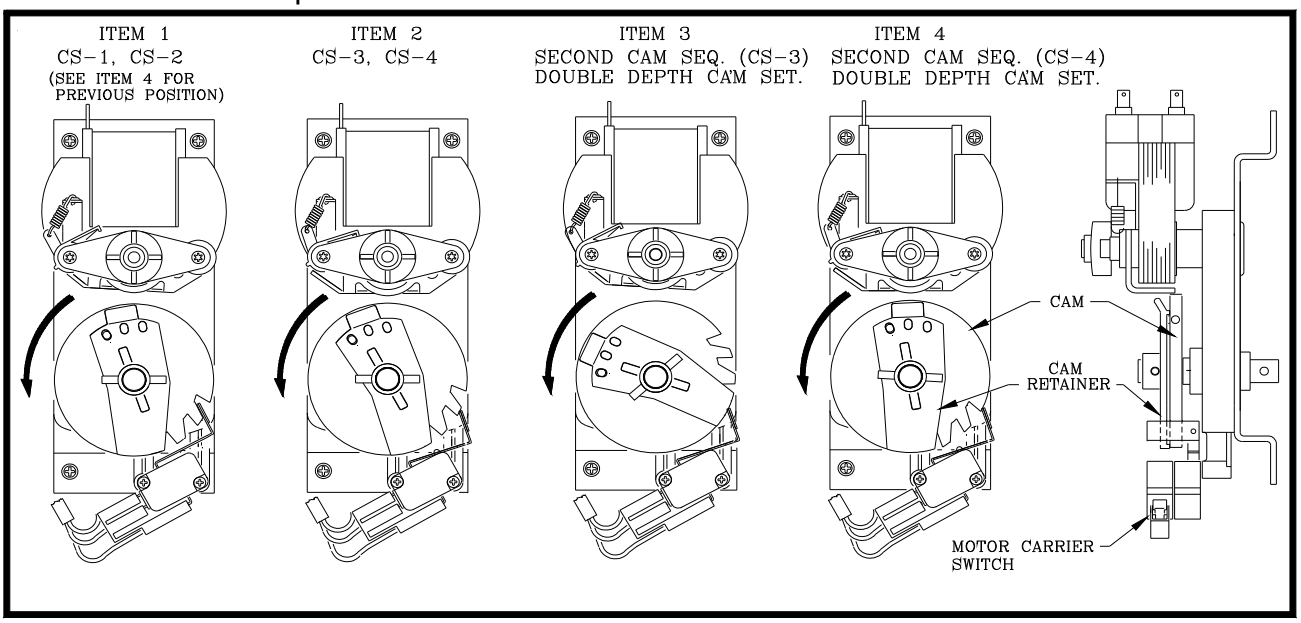

**FIGURE 14**
**CAM SEQUENCE:** (See Figure 14, Double depth Setting Pictured)